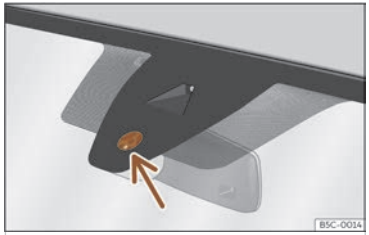

Fig. 113 Surface sensible du détecteur de pluie.
Les possibles causes d'anomalies et d'interprétations erronées *dans la zone de la surface sensible* ››› **fig. 113** du détecteur de pluie peuvent être :
- **Saletés** : la poussière sèche, la cire, le revêtement des glaces (effet lotus) ou les restes de détergent (station de lavage) peuvent réduire l'efficacité du détecteur de pluie, ralentir son temps de réaction ou annuler son fonctionnement. Nettoyez régulièrement la surface sensible du détecteur de pluie ››› **fig. 113** (flèche) et vérifiez l'état des balais.